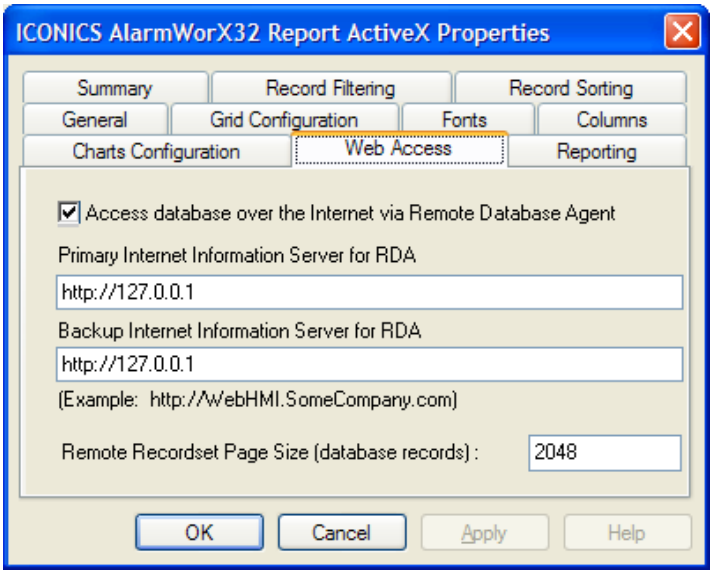

Figure L5.9: Enabling Web Access for the Alarm Report ActiveX
6. Select the **Web Access** tab, as shown in **Figure L5.9,** and check the **Access database over the Internet via Remote Database Agent.** Your IP address should automatically be filled in, which you can leave.